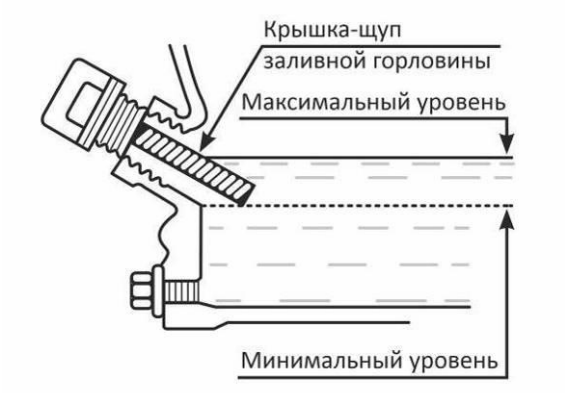

Рис. 6. Определение уровня масла в картере
1. Открутите и извлеките крышку-щуп маслозаливной горловины (Рис. 6).